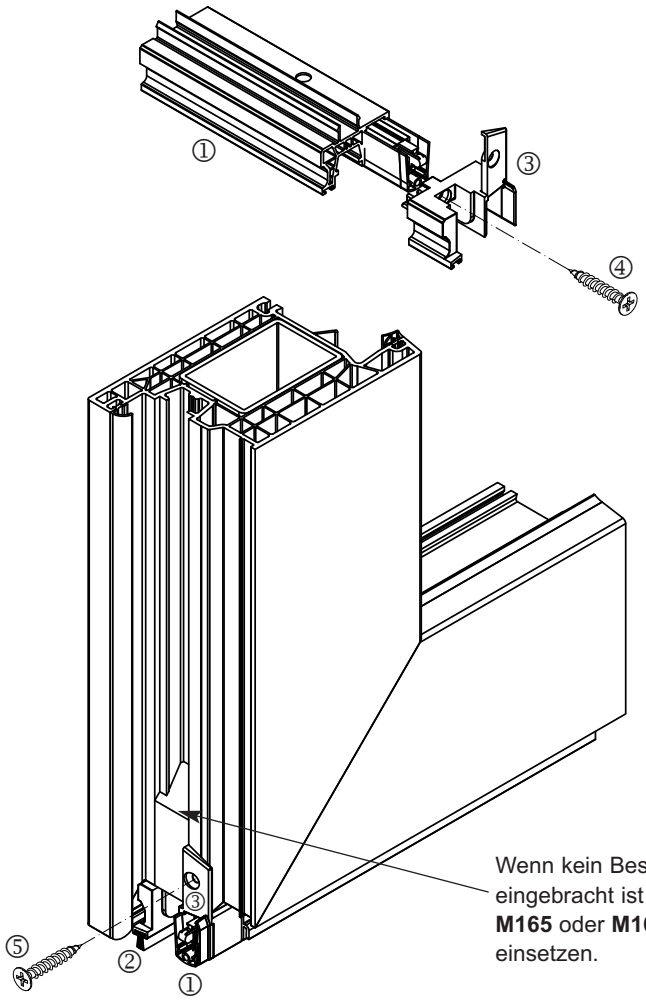

Abb. 3
– An den Enden werden die Endkappen M636 **3** am Flügel vorgebohrt ∅ 3 mm, und mit je einer Schraube ∅ 3,9 x 19 mm **5** verschraubt (siehe Abb. 3).